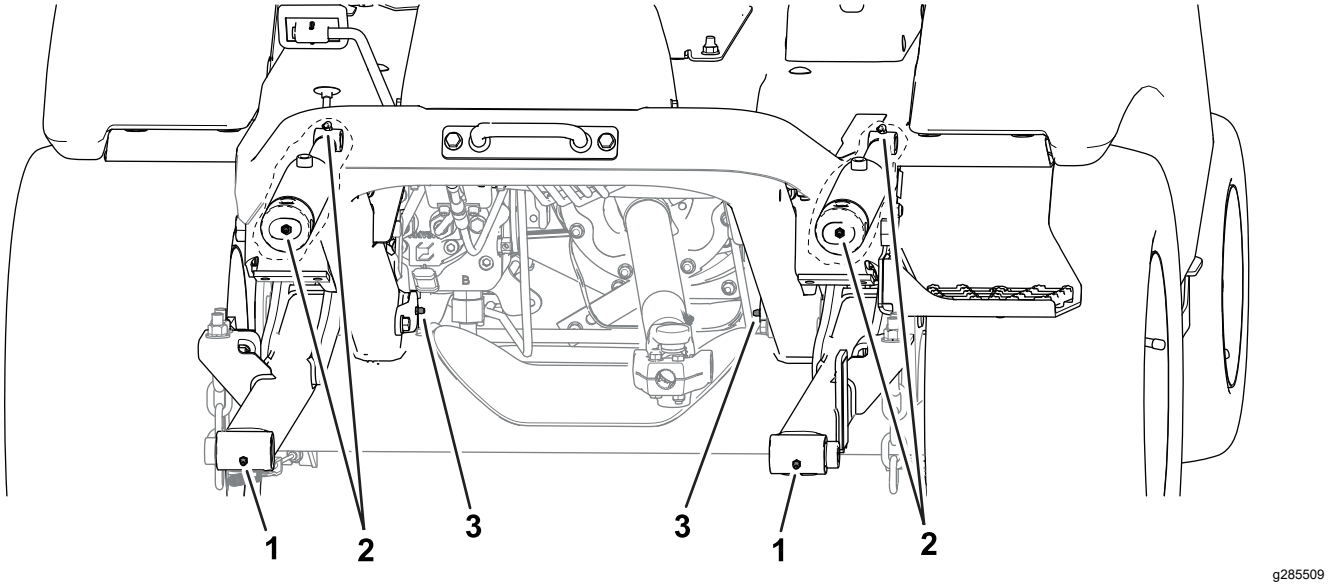

Bild 50
- **Vorderseite der Maschine** (Bild 50):
- Drehgelenke des Anbaugeräts (2)
- Hubzylinderbüchsen (2)
- Hubarm-Lagerbolzen (2)